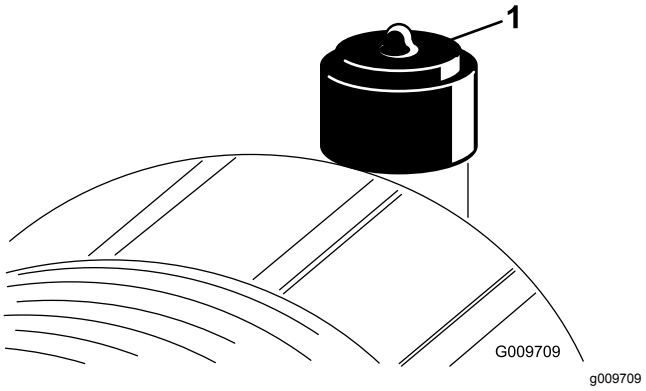

Figuur 42
- Vervang het luchtfilterelement als de luchtfilterindicator (Figuur 42) rood is. Maak het luchtfilter niet overmatig schoon.